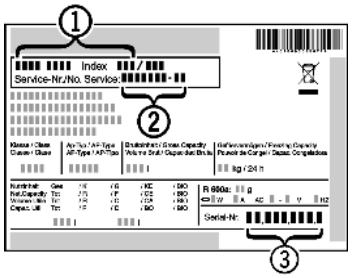

Fig. 55
▶ Označení přístroje *Fig. 55 (1)*, servisní číslo *Fig. 55 (2)* a sériové číslo *Fig. 55 (3)* naleznete na typovém štítku. Identifikační typový štítek je umístěn na levé vnitřní stěně přístroje.